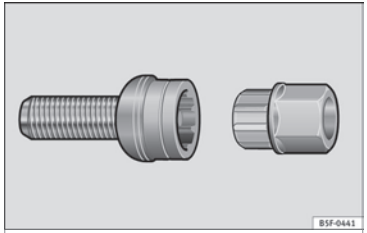

Fig. 162 Anti-theft wheel bolt with cap and adapter.
– Insert the adapter onto the wheel bolt and push it on as far as it will go ››› Fig. 162.